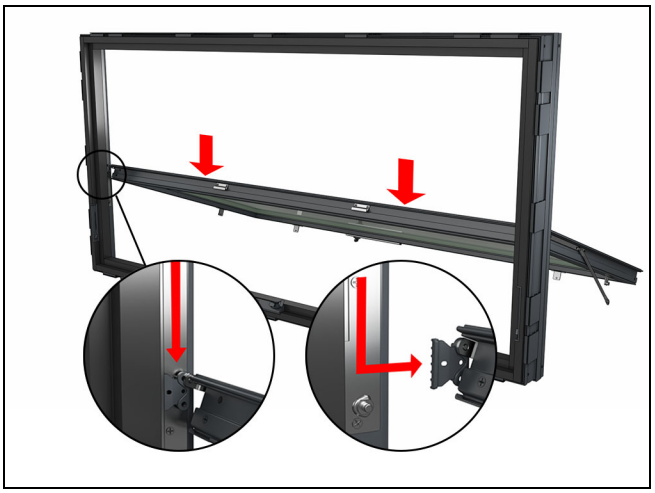

Figure 85
4. Gently lower the sash until the shoe on both sides of the sash are below the groove in the hinge track. Remove the sash from the frame by pulling it outward. See Figure 85.